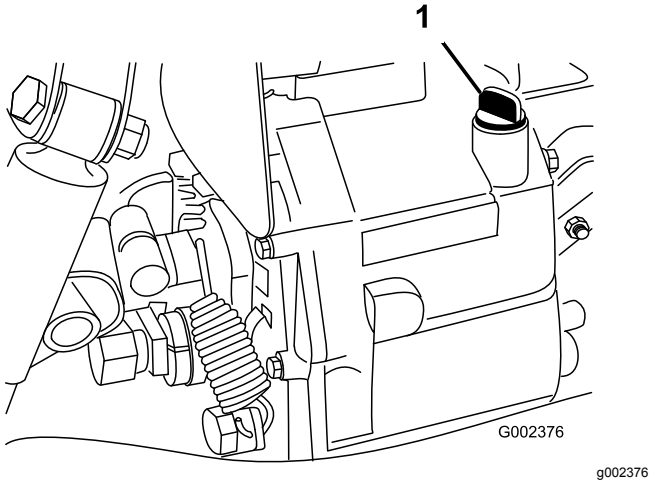

Rysunek 64
4. Oczyścić obszar wokół wskaźnika poziomu (Rysunek 64).